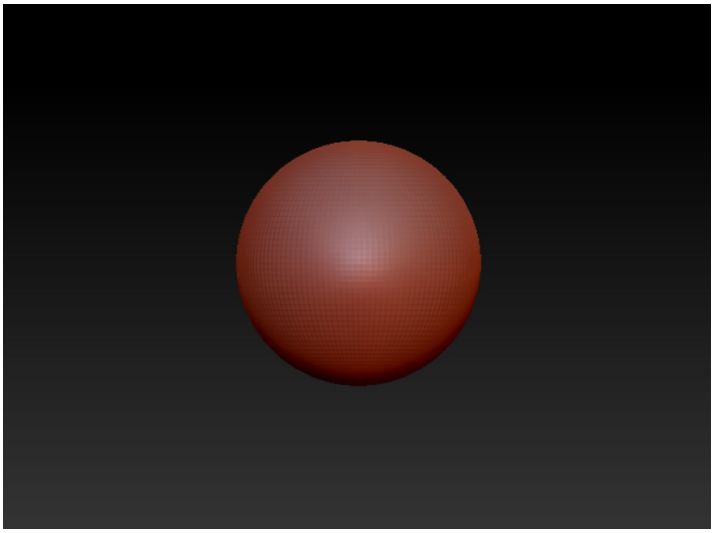

Figure 3-138 *Sphere created in the canvas*
2. Choose the Current Tool button from the **Tool** palette; a flyout is displayed. Choose the **Sphere3D** primitive from this flyout. Press and hold the left mouse button and drag the cursor on the canvas; a sphere is created in the canvas, refer to Figure 3-138. Next, choose the **Edit** button from the top shelf to switch to the edit mode.